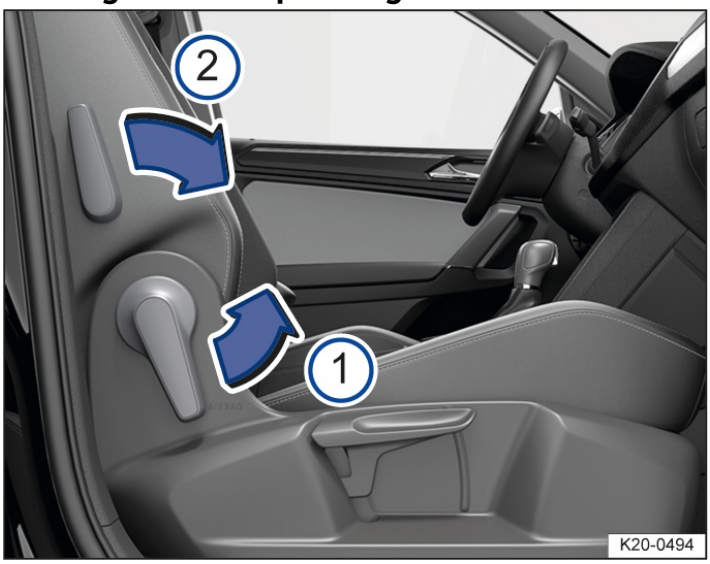

Fig. 1 Front passenger seat: Fold backrest forwards.
5. Unlock the front passenger backrest in the direction of the arrows→ *fig. 1* (1).
6. Fold the front passenger backrest forwards in the direction of the arrows→ *fig. 1* (2) into the horizontal position.
1. To unfold the front passenger backrest unlock it again → *fig. 1* (1).